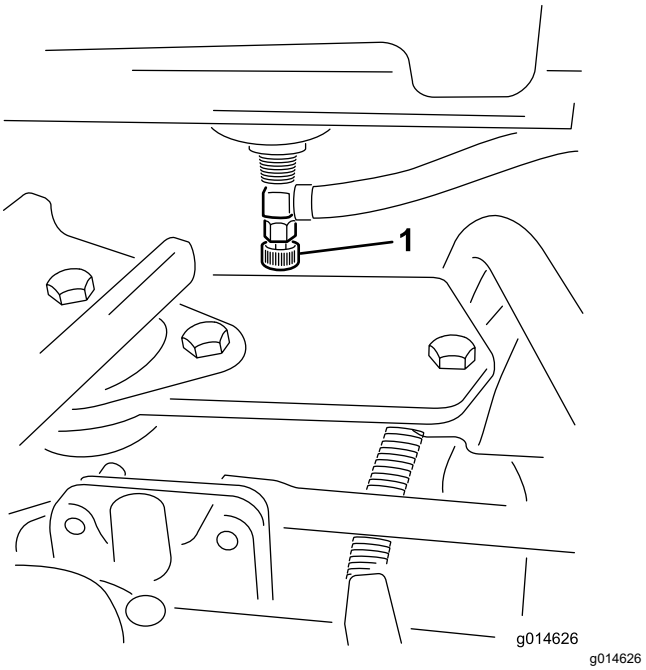

Figur 37
1. Luk brændstofafbryderventilen (Figur 37) under brændstoftanken.